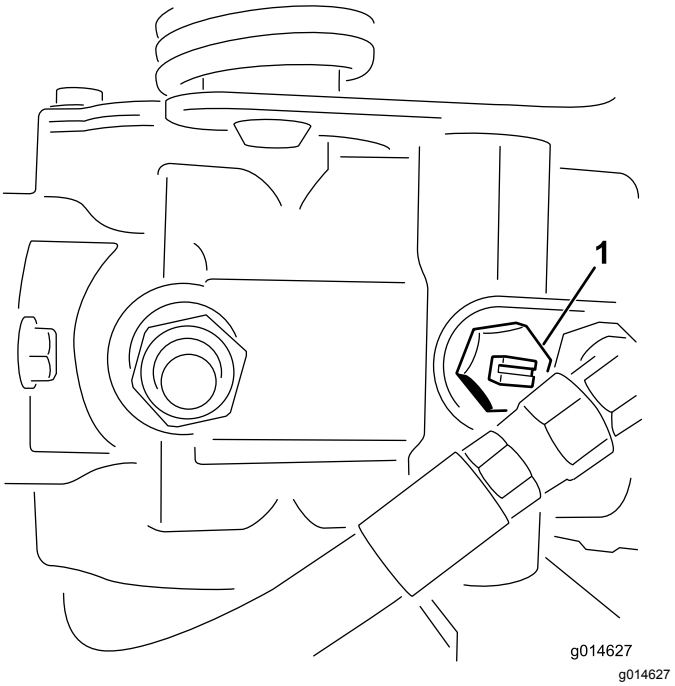

Figuur 37
1. Ga naar de omloopklep op de pomp en draai deze zodat de sleuf verticaal staat (Figuur 37).
2. Voordat u de motor start, moet u de omloopklep sluiten door deze zo te draaien dat de sleuf horizontaal staat (Figuur 37). U mag de motor niet starten als het ventiel open is.